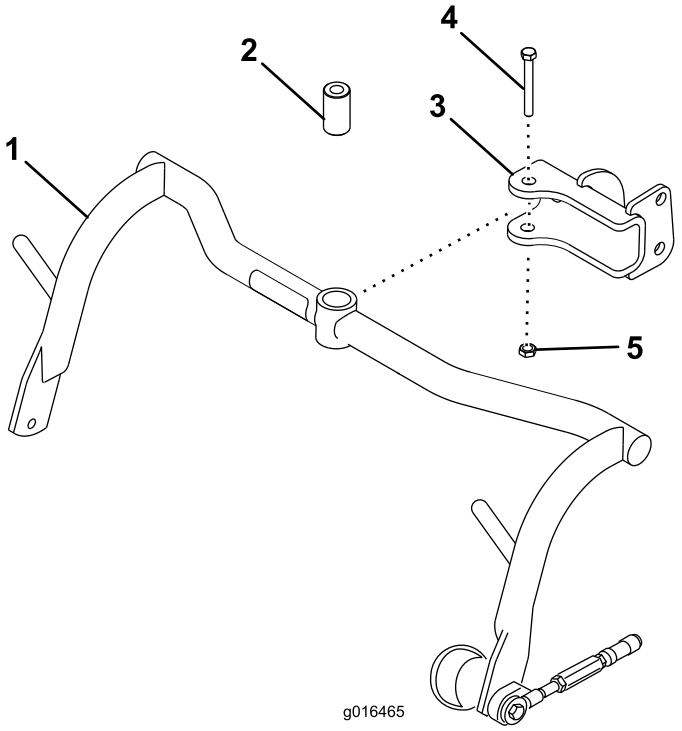

**Figur 8**
1. Fest en bæreramme på hver splittpinne med et avstandsstykke, 1/2 x 3–1/4 tommers bolt og 1/2 tommes låsemutter (Figur 8). Stram til med et moment på 91–113 Nm.